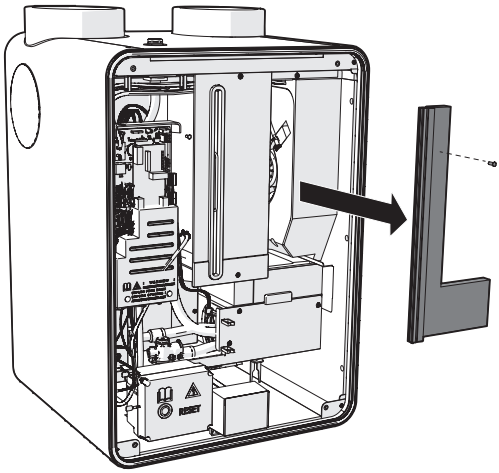

*Figuur 43 Het verwijderen van de afdekplaat.*
1. Schroef één schroef los en verwijder de afdekplaat (figuur 43).